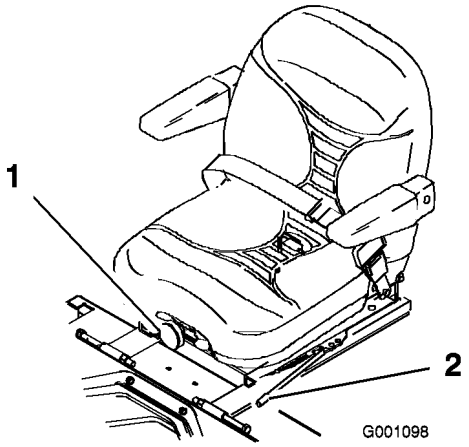

Figur 25
1. Flytt spaken sidelengs for å låse opp setet for å justere (Figur 25).
Drei den fremre knotten enten til høyre eller venstre for å gi best mulig komfort (Figur 25).